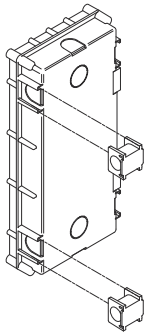
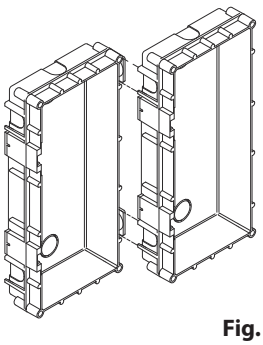
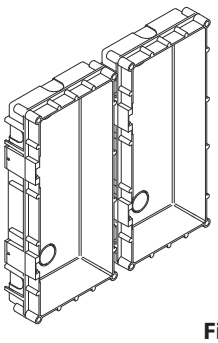

Fig. 75
Fig. 76
Fig. 77
When flush mounting and the number of modules is greater than 3, the required back boxes need to be linked together (before embedding them into the wall) as shown on **Fig.75, Fig.76 and Fig.77:**
- Hook the spacers to the first back box then hook the second back box to obtain the result shown on **Fig.77;**